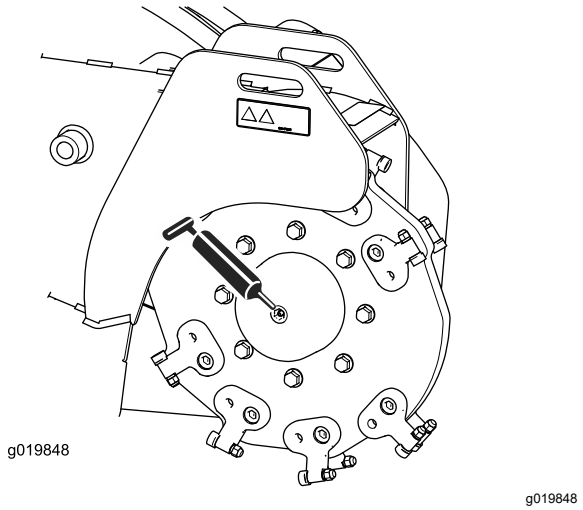
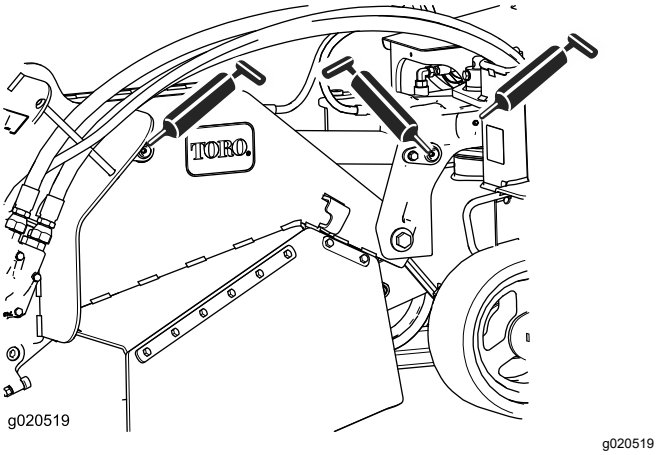

Figuur 26
Figuur 28
4. Sluit een smeerpistool aan op elke smeernippel (Figuur 26 tot Figuur 28).